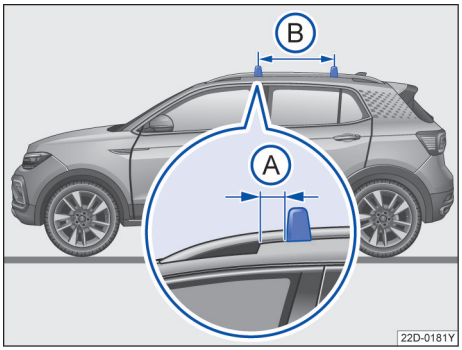

图 133 配备车顶行李架基架的汽车：行李架杆的固定点
行李架杆安装在车顶行李架基架上。同时前行李架杆与前车顶行李架脚→ 图 133 Ⓐ 之间的距离为 3～6 cm。行李架杆的相互距离 Ⓑ 应大约为 75 cm。
- 行李架杆只能安装在平行箭头→ 图 133 Ⓑ 之间。